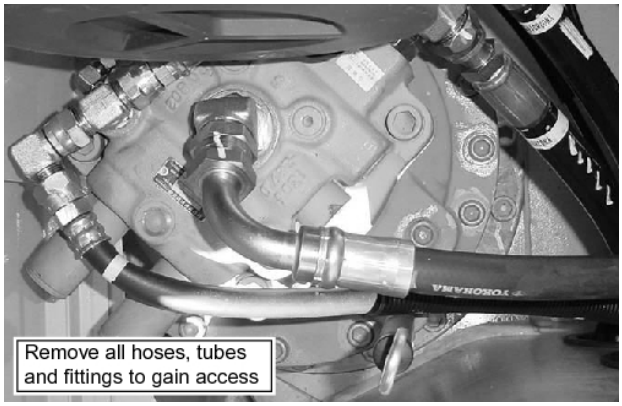

Fig. 8-10
2. Remove all hoses and tubes from the swing motor top plate and swing valve to gain access to the top plate mounting bolts. See Fig. 8-10.